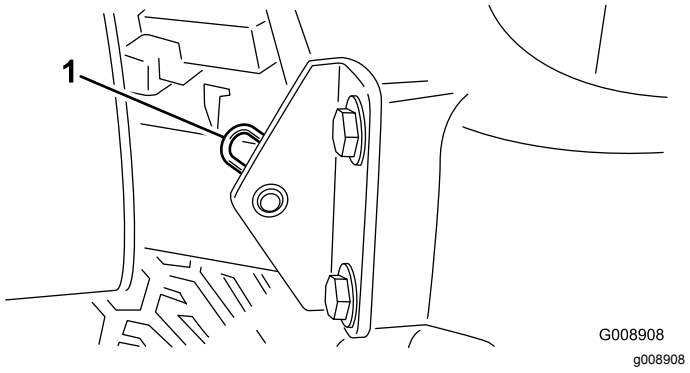

Figur 48
2. Fjern splinten som fester panseret til monteringsbrakettene (Figur 48).